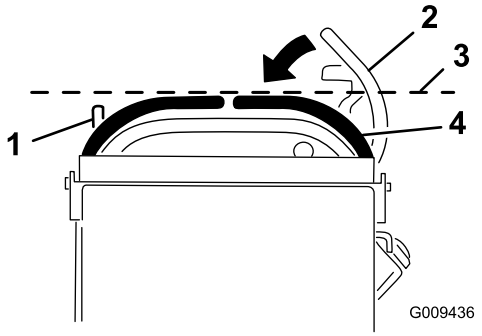

Figur 68
3. Skub højre bevægelseshåndtag ned og ud af den neutrale låseposition (Figur 68).
4. Kontroller, at det højre bevægelseshåndtag flugter vandret med venstre bevægelseshåndtag (Figur 68).